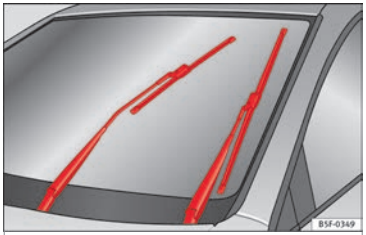

Fig. 170 Wipers in service position
– Turn the ignition on and off and then (within approximately 9 seconds) push the windscreen wiper lever down (short wipe). The windscreen wipers will move to the service position ››› **Fig. 170**.